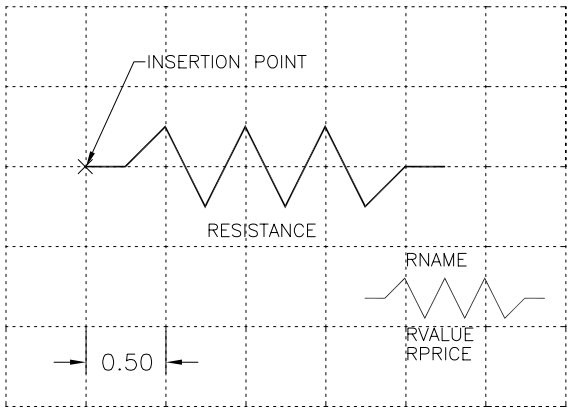

Figure 17-54 *Drawing of a resistor for Exercise 1*
1. Draw the resistor, as shown in Figure 17-54.
3. Define the attributes, as shown in the preceding table, and position the attribute text as shown in Figure 17-54.